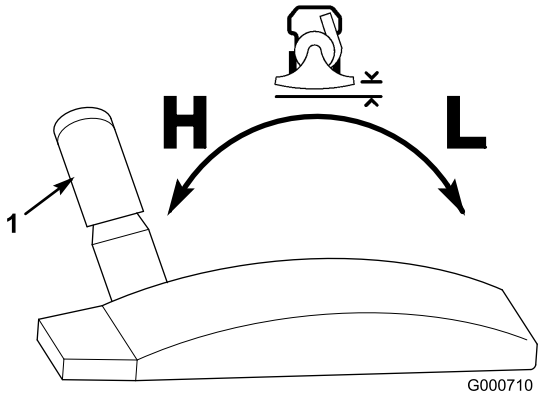

Figur 17
3. Flyt højdejusteringsgrebet fremad for at sænke indsugningshuset; flyt det bagud for at hæve huset (Figur 17).